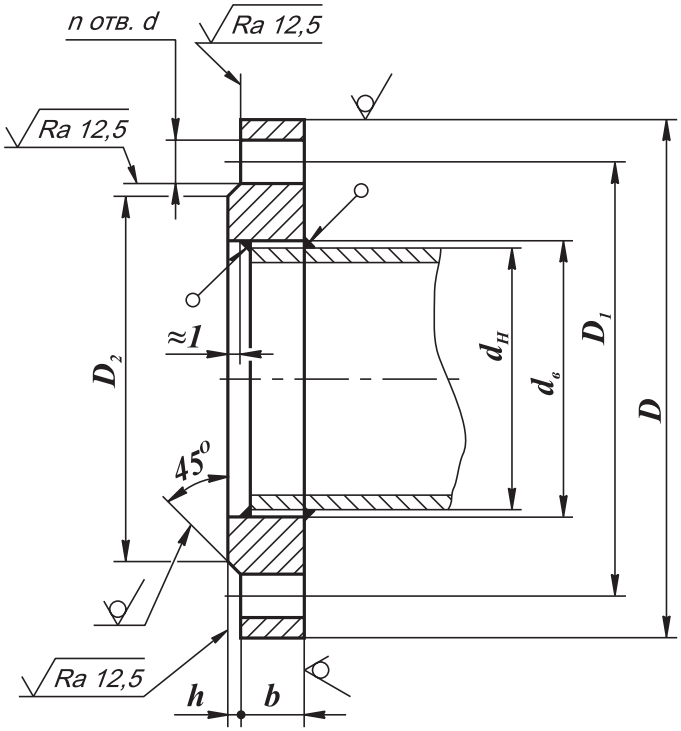

Рис. 20-1.Ответные фланцы по ГОСТ 12820-80
5. Для уплотнения фланцевого соединения корпуса фильтра с трубопроводом рекомендуется применять кольцо уплотнительное по ГОСТ 9833 или прокладку из паронита по ГОСТ 15180. Ответные фланцы - стальные приварные по ГОСТ 12820-80 (рис. 20-1)